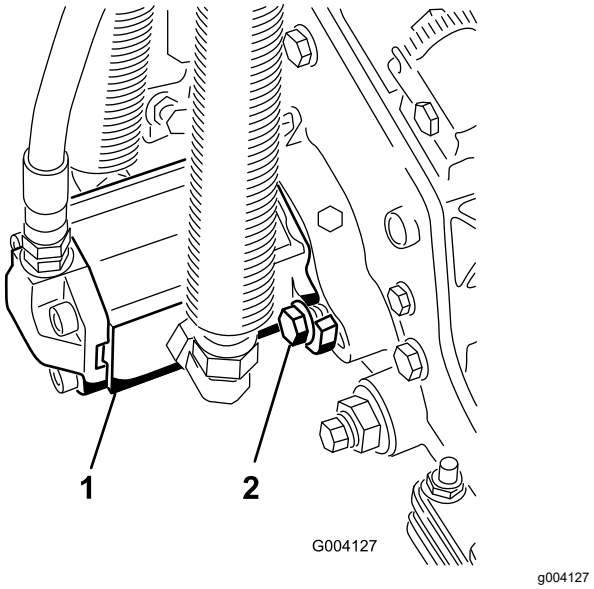

Рисунок 20
17. Установите двигатель, повернув его по часовой стрелке так, чтобы фланцы двигателя не закрывали болты (Рисунок 20).